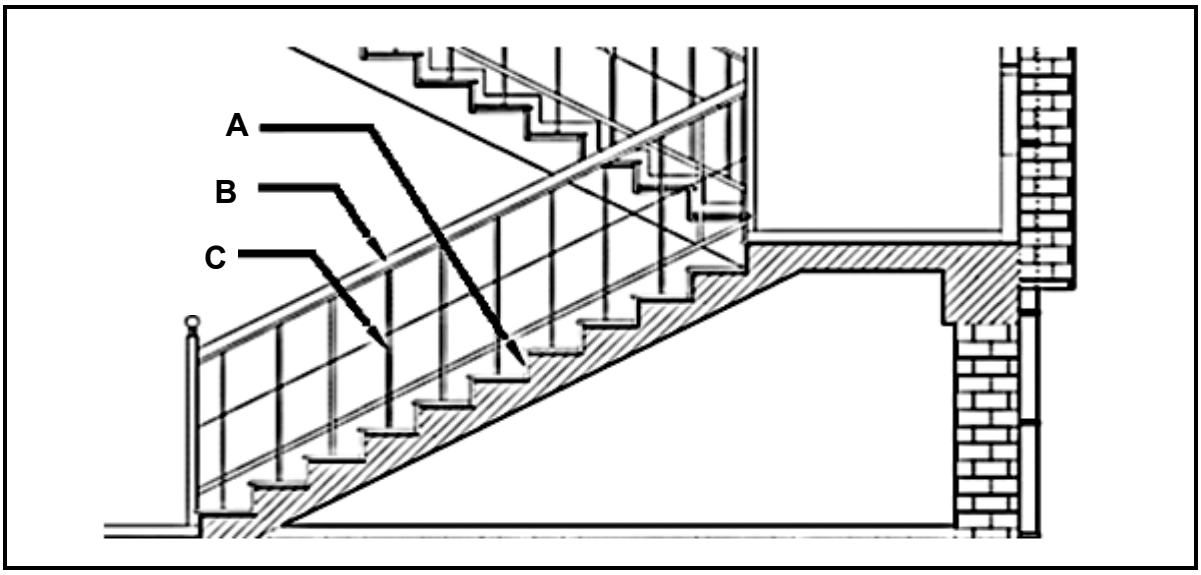

FIGURE 3.5 (3 x 1) (3)
3.5 Name the parts **A** to **C** of the stair construction in FIGURE 3.5.